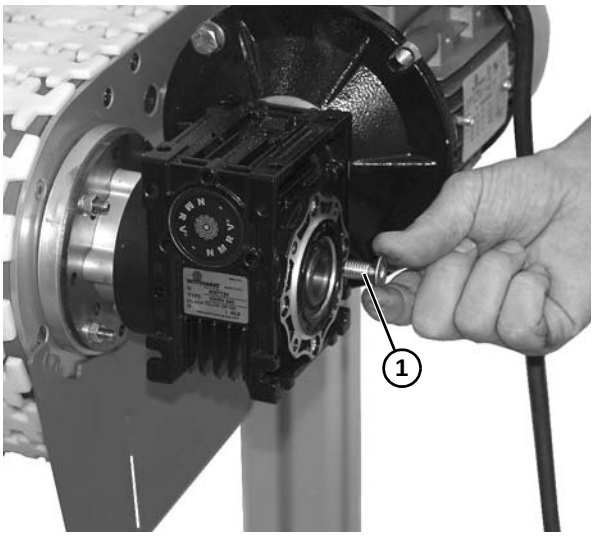

Figure 46
4. Install and tighten flat head screw **(Figure 46, item 1)** onto the drive shaft.